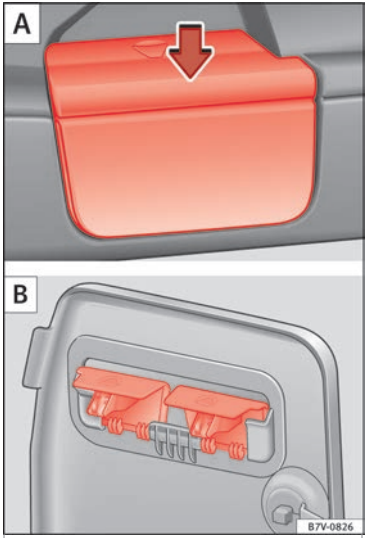

Fig. 90 Remove the shelf supports A then put them away safely B.
- Remove the shelf from the support in the side lining ››› **Fig. 90 A**. To do this, press the shelf upwards (arrow) and remove it.
- Open the compartment in the left-hand side boot lining ››› **page 112** and hook the shelf to the rear of the compartment lid ››› **Fig. 90 B**.